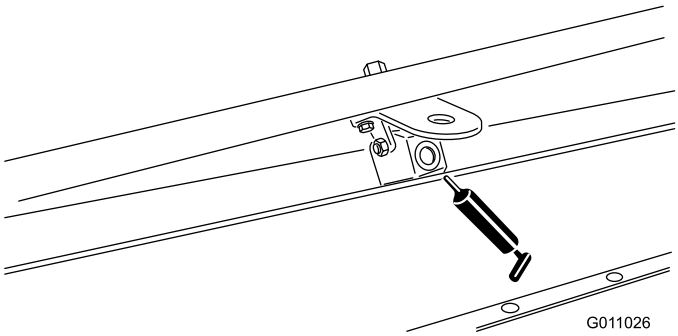

Figur 33
- Borstens vridfäste (2) (Figur 33).